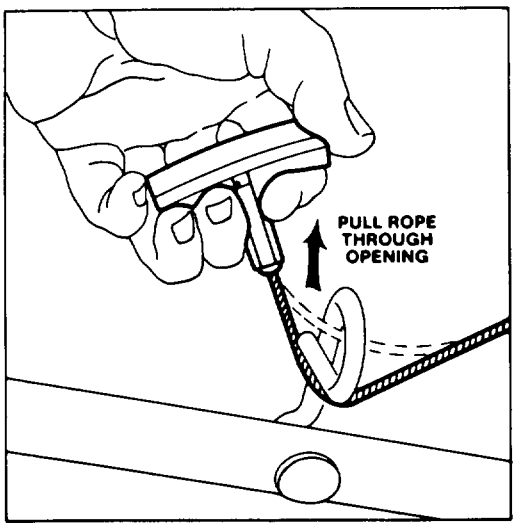
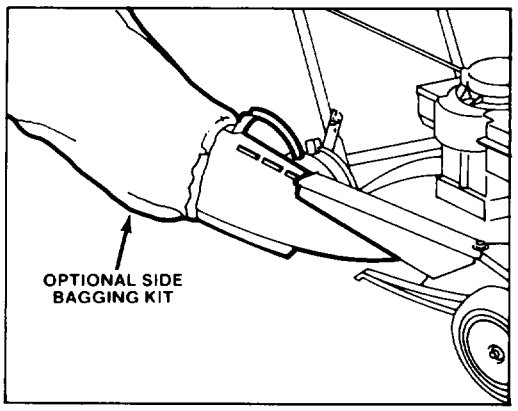

Figure 3
Figure 5
3. STARTER ROPE (Fig. 3) – Pull starter rope through opening in rope guide. By squeezing control bar (Fig. 5) against handle, blade brake will release and allow rope to be pulled easily up to rope guide.
SIDE BAG – Optional side bag kit (Fig. 5) lets you bag lush grass in spring. In the fall, bag leaves while you mow to eliminate the hand-blistering raking job.